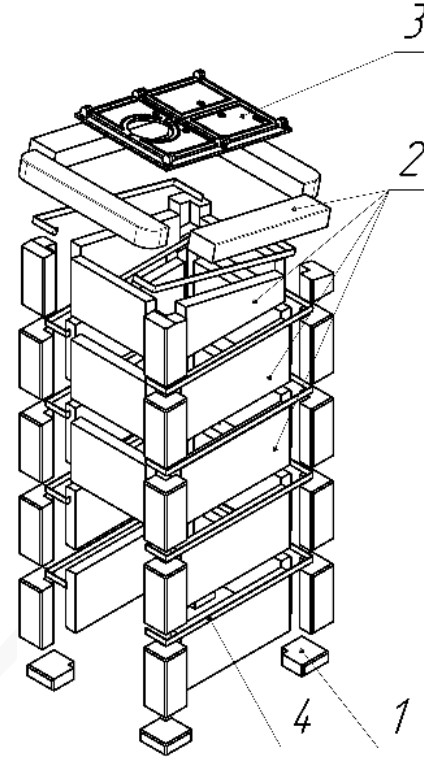

Рис.17 Декоративно-защитное ограждение печи Сударушка Семейная РК в облицовке из природного камня с фасками.
2.3.7.1 Сборка декоративно защитного ограждения осуществляется по ярусам (количество ярусов 4 или 5, в зависимости от вида камня), согласно нумерации, проставленной на внутренней стороне каждой из каменных плит в соответствии со схемой сборки см. рис. 17 Первая цифра обозначает номер стороны, вторая номер яруса. Нумерация сторон начинается от топочного проёма по часовой стрелке.
2.3.7.2 Сборка начинается с установки опор декоративно защитного ограждения поз. 1, рис.17 и плиты под номером 1/1, далее по нумерации. Соединение плит между собой производится с помощью закладных элементов поз.4 Рис.17, устанавливаемых между плитами (поставляется в комплекте). Закладные элементы также имеют маркировку, указывающую на ярус и сторону установки.
2.3.7.3 На верхнюю плоскость ограждения укладывается перекрытие, выполненное из листовой стали с окраской жаростойкой эмалью или чугуна поз. 3, рис.17.